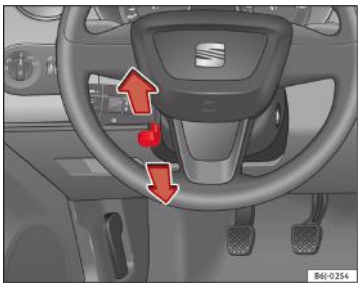

Fig. 105 Reglarea pe înălțime a coloanei de direcție
– Împingeți maneta de sub coloana de direcție ⇒ fig. 105 în jos ⇒ ⚠.
– Reglați volanul până la obținerea poziției corecte ⇒ fig. 105.
• Reglați scaunul şoferului sau volanul astfel încât să existe o distanță de minim 25 cm între volan şi pieptul dumneavoastră ⇒ fig. 105. Dacă distanța minimă nu este respectată, airbagul nu va asigura protecția necesară. Pericol de accidentare fatală.